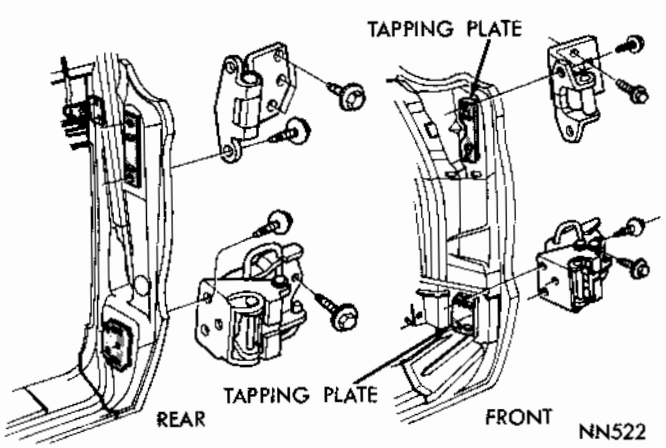
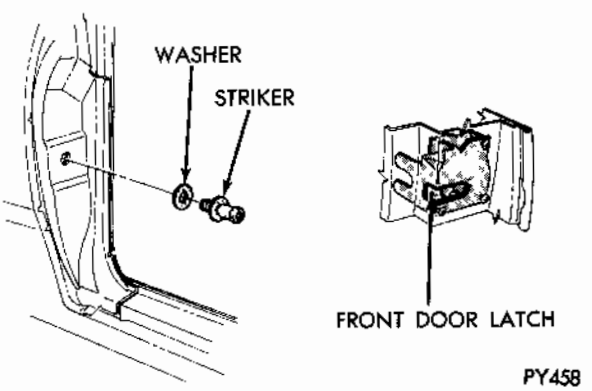

Fig. 14 - Door Hinges
Fig. 15 - Door Latch Striker Adjustment
Adjustment of the door can be made at either the pillar or door hinge halfs (Fig. 14).
DOOR LATCH STRIKER ADJUSTMENT (Fig. 15)
(1) Check all doors for contour and spacing, and all door lock strikers for proper relation to locks. Fit and readjust as follows:
(2) Open doors.
(3) Loosen door latch striker (Fig. 15).
(4) Loosen the necessary hinge bolts to suit each door as follows: (Fig. 14).
(5) Readjust and fit doors to door openings for alignment of contour lines and belt surfaces.
(6) Secure previously loosened hinge bolts (Fig. 14).
(7) Readjust door latch striker.
(8) Tighten and retorque striker to 40 to 60 foot-pounds (Fig. 15).
(9) Close doors.